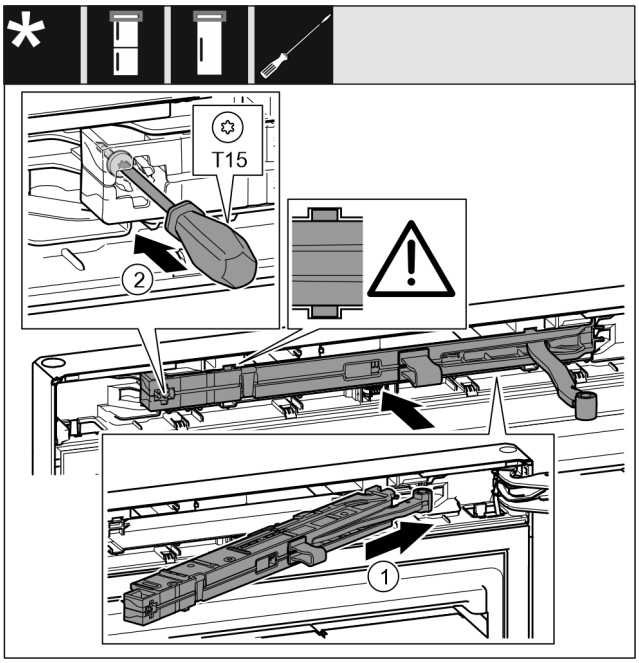

Fig. 20
- ▶ Schließdämpfereinheit auf der Lagerbockseite bis zum Anschlag schräg in die Aussparung einschieben. *Fig. 20 (1)*
- ▶ Schraube mit einem Schraubendreher T15 festschrauben. *Fig. 20 (2)*